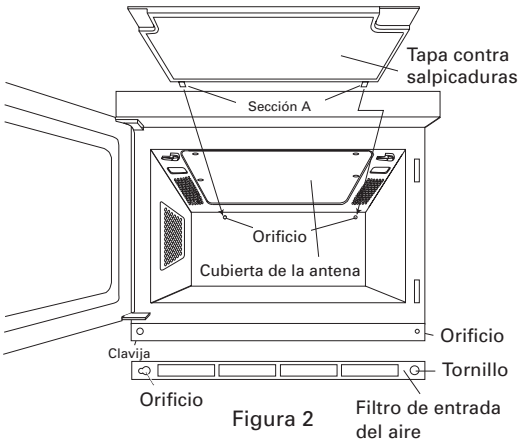

Figura 2
Retire la tapa contra salpicaduras como se muestra en la Figura 2 y separe el marco de la tapa.
Recuerde desenchufar la clavija del cable de alimentación. Gire los dos retenes que aseguran la tapa a la parte superior del interior del horno como se muestra en la Figura 2. A continuación, tire suavemente de la tapa hacia abajo para separarla de la parte superior del interior del horno. A continuación, separe la tapa del marco. Hay cuatro clips que la mantienen en su lugar.
Recuerde desenchufar la clavija del cable de alimentación. Vuelva a colocar la tapa en el marco. Inserte la sección A (2) en los dos orificios de la parte posterior del interior del horno y, a continuación, inserte la sección B en los dos orificios de la parte superior del interior del horno como se muestra en la Figura 2. A continuación coloque los retenes en su lugar.